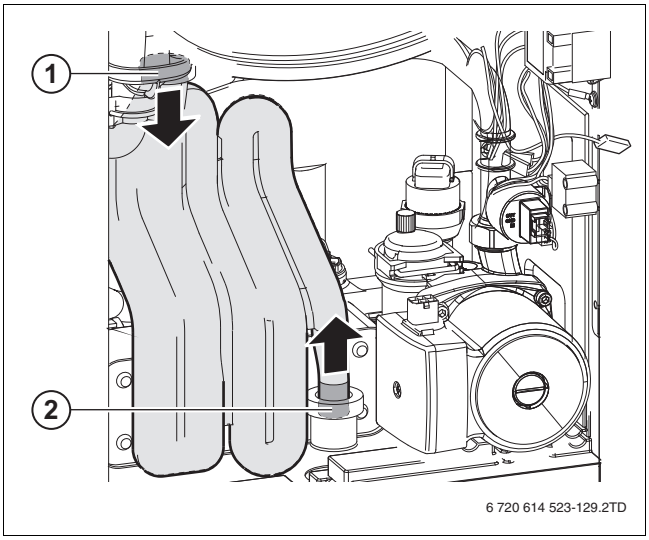

Afb. 40 Verwijderen toestelsifon
- Verwijder de toestelsifon (→ afb. 40).